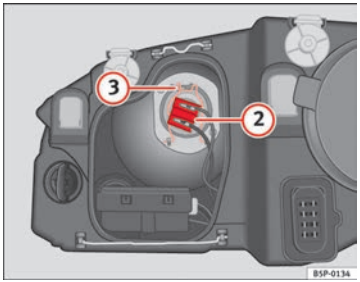

Fig. 165 Dipped beam headlights
– Remove the connector ⇒ fig. 165 (2) from the bulb.
– Unclip the retainer spring ⇒ fig. 165 (3) pressing inwards to the right.